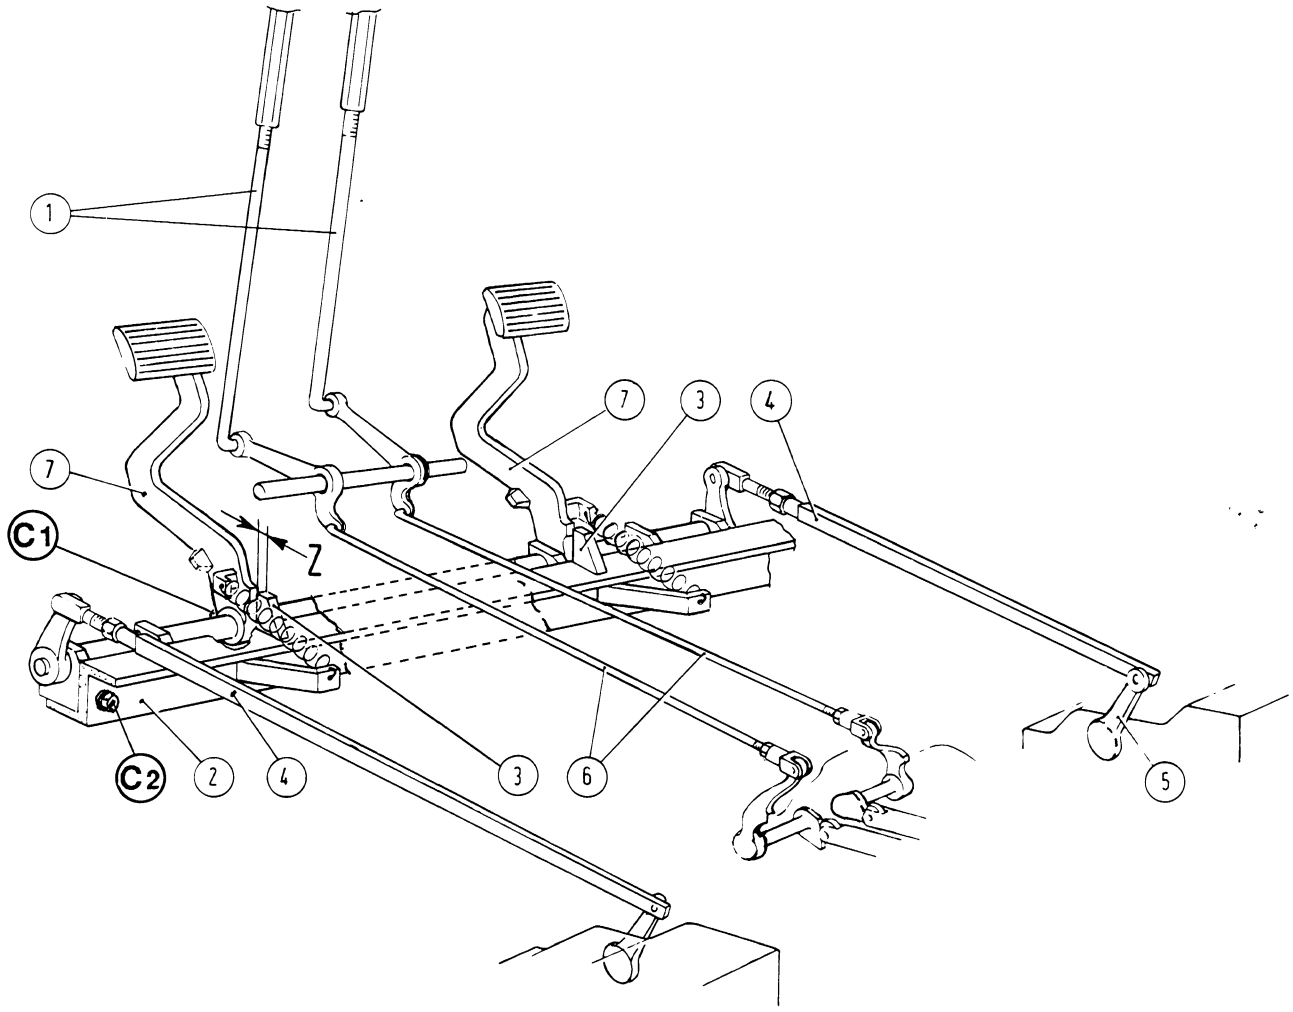

Fig. 11-2 Adjusting brake linkage.
11.1.2 Disconnect the brake control rods (4) Fig. 11-2, from the brake levers.
Adjust brake links (4, fig. 11-2) so that with cams contacting the cover, clearance Z between pedals 7 and stops 3 on cross shaft 2 will result 0,3-1 mm or 0.012 - 0.039 in.